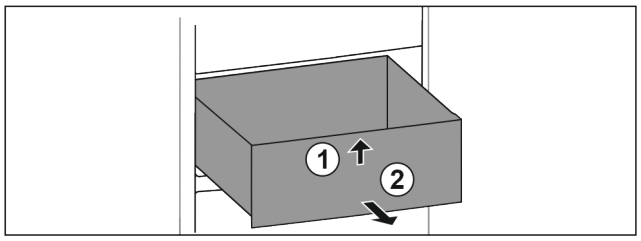

Fig. 72
- ▶ Schubfach vorne anheben. *Fig. 72 (1)*
- ▶ Schubfach nach vorne entnehmen. *Fig. 72 (2)*